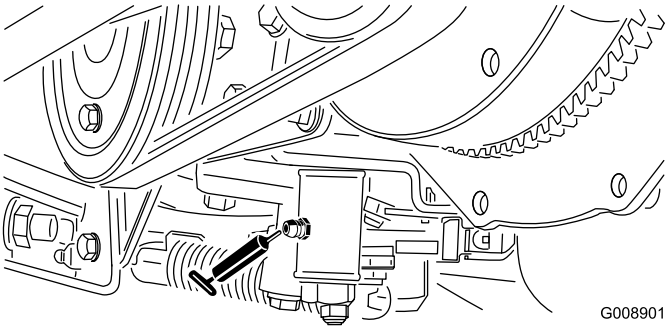

Figur 43
- Justeringsmekanism för neutralläge (Figur 43)